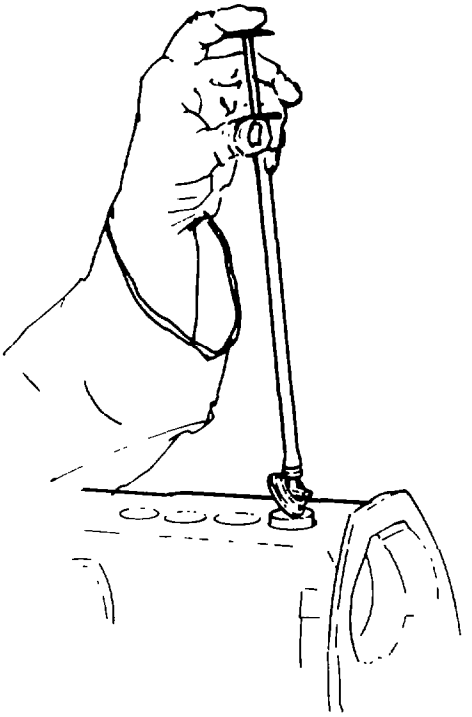

Fig. 104 — Installing Plunger
ab. Insert each plunger and seat (item 24) into the mating barrel as shown in fig. 104 and make certain that the notched plunger flange is facing the inspection window.